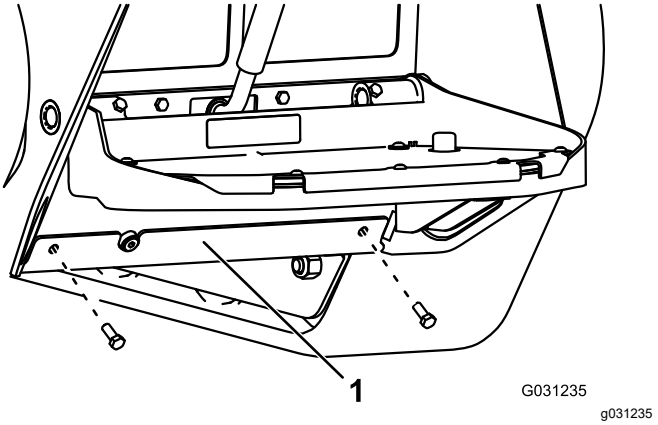

**Figura 75**
4. Retire los 2 pernos que sujetan la placa inferior, y retire la placa (Figura 75).
8. Instale la placa inferior (Figura 75).